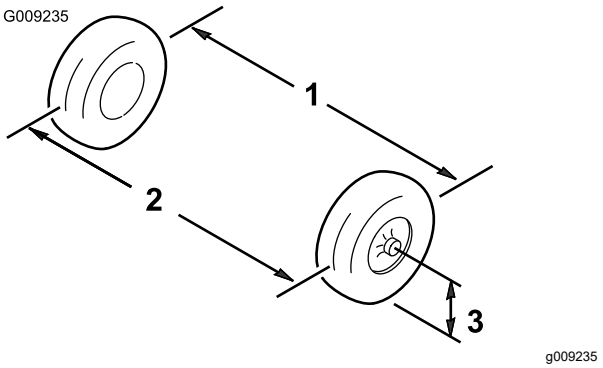

**Figur 53**
1. Mål afstanden mellem begge fordækkene ved akselhøjden ved både forsiden og bagsiden af fordækkene (Figur 53).